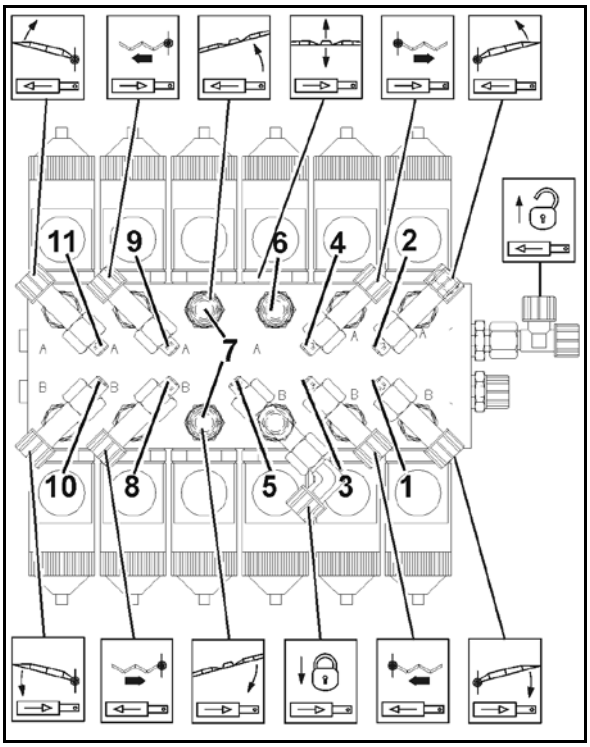

图 146
1. 拧下磁帽（图 146/1）。
2. 取下磁圈（图 146/2）。
3. 拧出阀杆（图 146/3）与阀座并用压缩空气或液压油进行清洁。